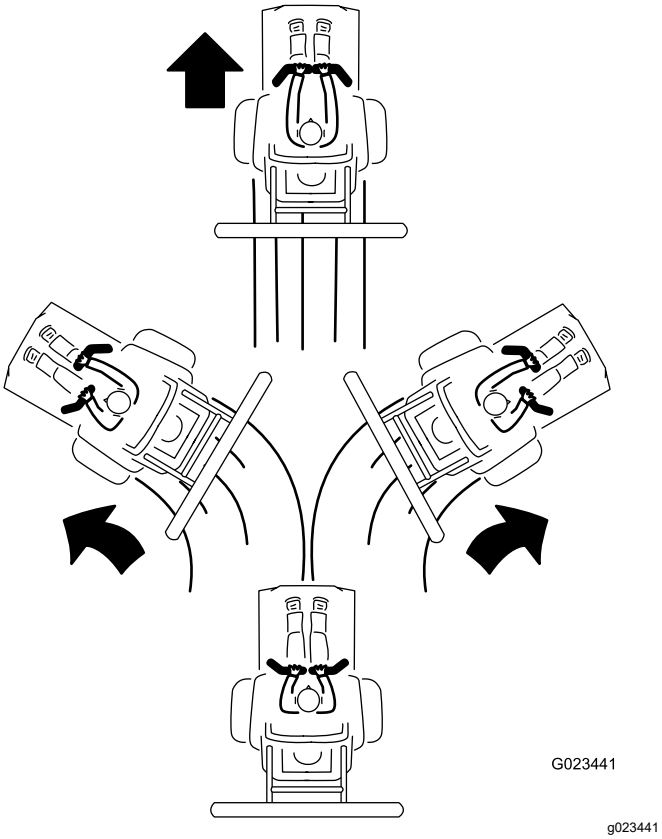

**Figuur 19**
3. Om vooruit te rijden, duwt u de bedieningshendels langzaam naar voren (Figuur 19).